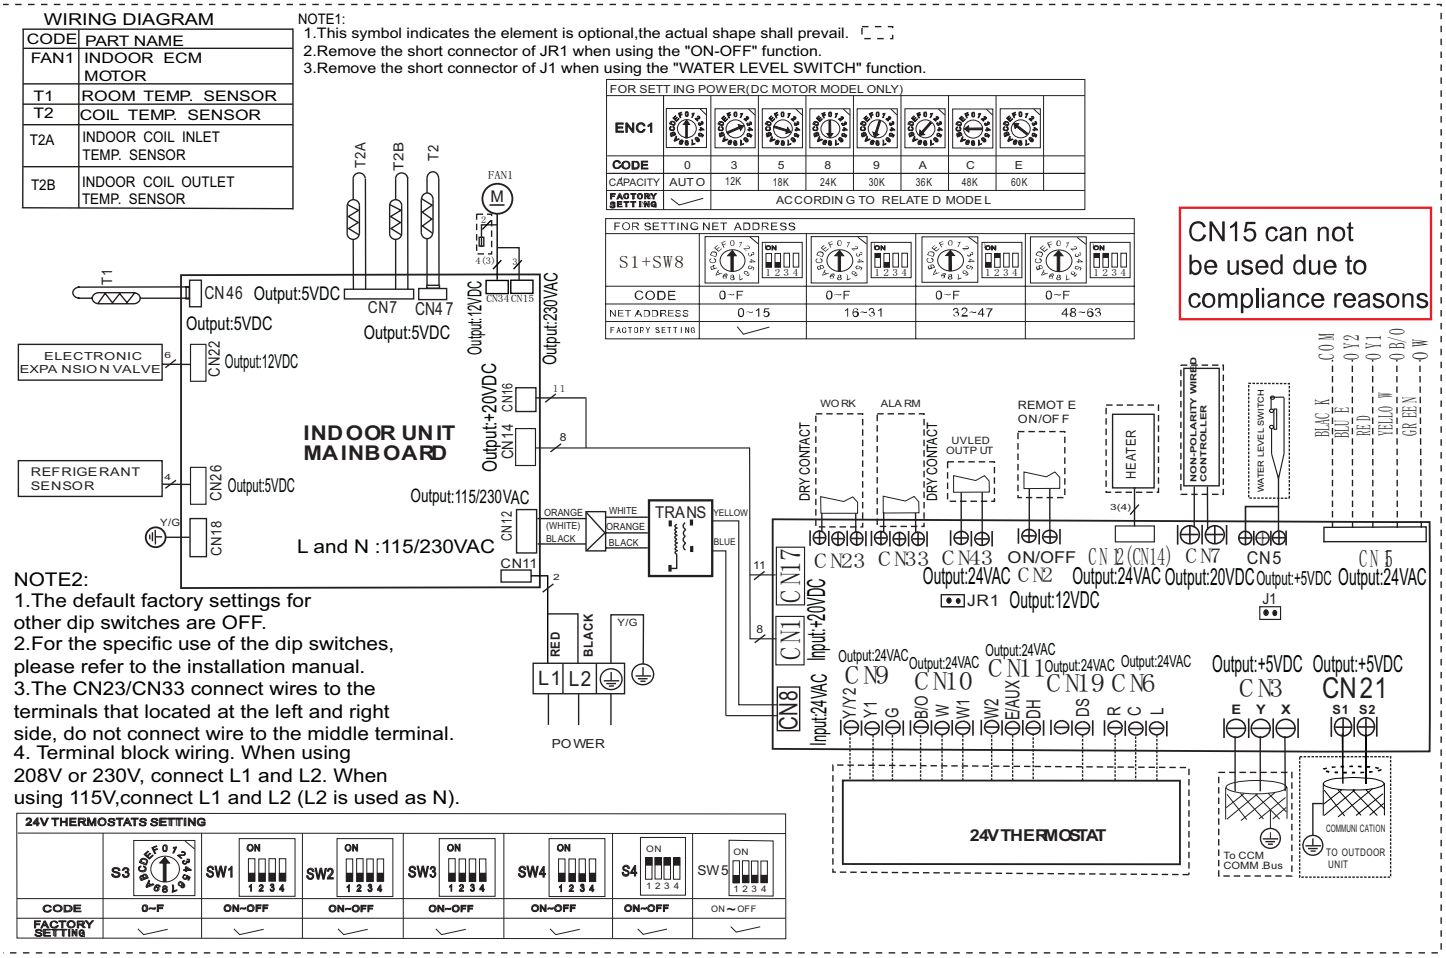

Fig. 40 —Wiring Diagram Sizes 18K - 24K
8. Connect the wiring from the outdoor unit per the wiring diagrams (see Figure 40 and 41).